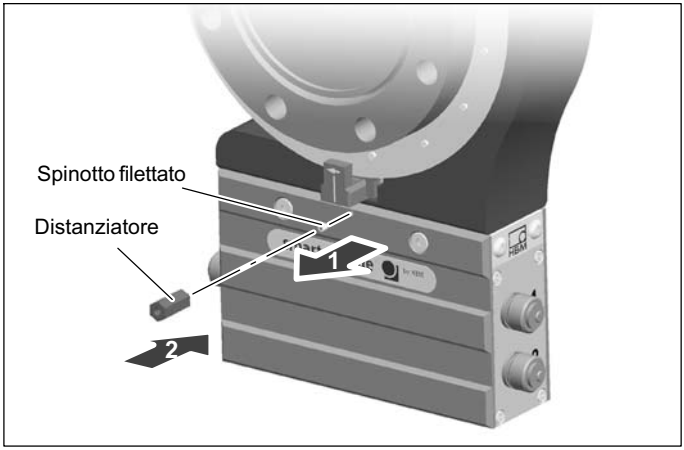

Fig. 8.6 Distanziatore (solo per 5 kN ·m e 10 kN ·m)
3. *Solo per coppie nominali 5 kN ·m e 10 kN ·m:* Poi rimuovere da ambedue i lati dello statore gli spinotti filettati dai relativi fori. Avvitare il distanziatore nei foro filettato dal lato del sensore di velocità (*vedere Fig. 8.6*).